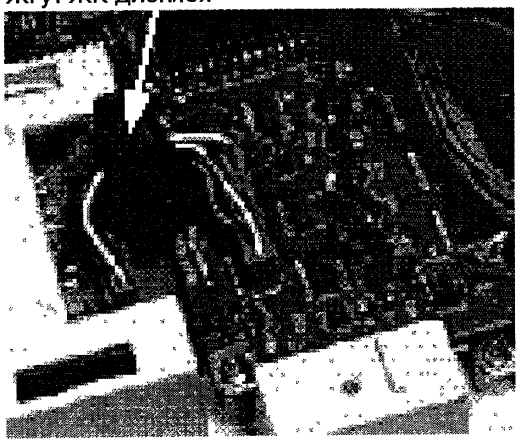

Рис. 2-22 **Жгут ЖК дисплея**
2. Проверьте жгут и разъем от аналоговой платы к ЖК дисплею (только для исполнения США). См. рис. 2-22.